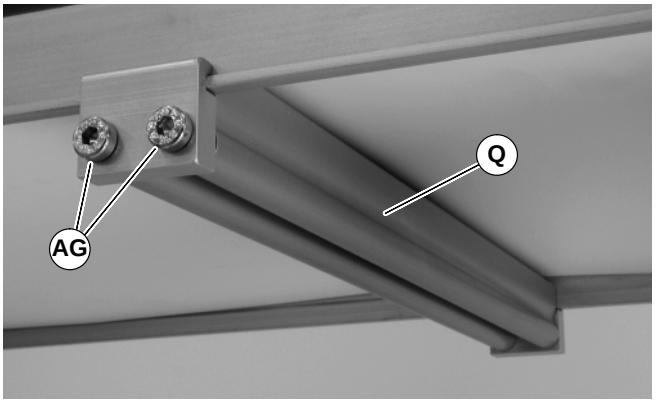

Abbildung 14
3. Die Stützrollenbaugruppe (Q siehe Abbildung 14) wie abgebildet installieren. Die Schrauben (AG) mit 7 Nm festziehen.